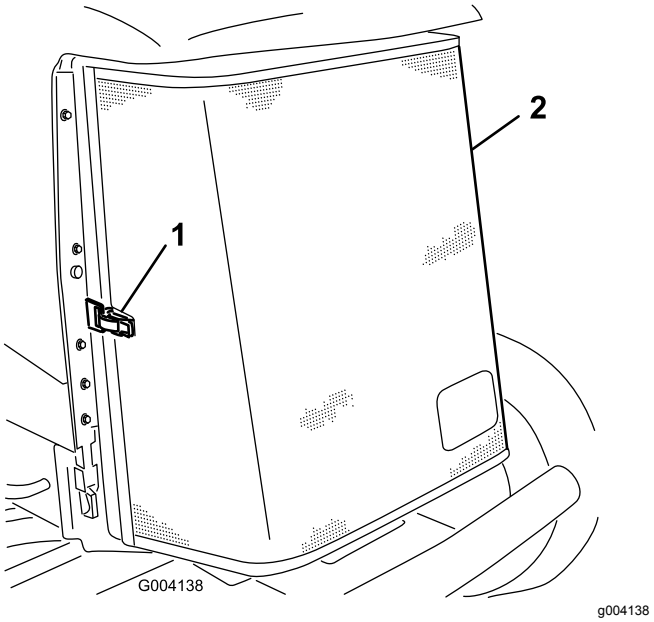

Figur 59
3. Lås opp klemmen og sving bakre skjerm åpen (Figur 59).